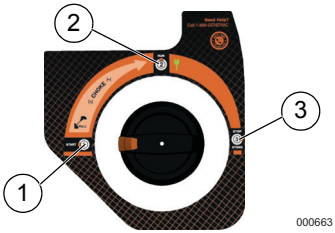

Figure 3-2.PowerDial Positions
2. See *Figure 3-2*. Rotate the PowerDial to START (1).
5. See *Figure 3-2*. When engine starts, rotate PowerDial to RUN (2). Choke operation is reduced as PowerDial is rotated towards RUN. If engine falters, rotate PowerDial counterclockwise to START (1) to increase choke. When engine runs smoothly, rotate back to RUN.
3. See *Figure 3-2* Rotate PowerDial clockwise to STOP (3).
1. See *Figure 3-2*. Turn PowerDial counterclockwise, from STOP until just past RUN. This will open the fuel valve and permit starting.